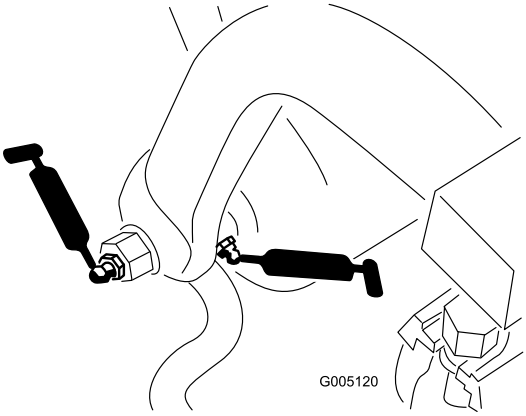

Figura 38
- Eje y rodillo del bastidor de tiro (12) (Figura 38)